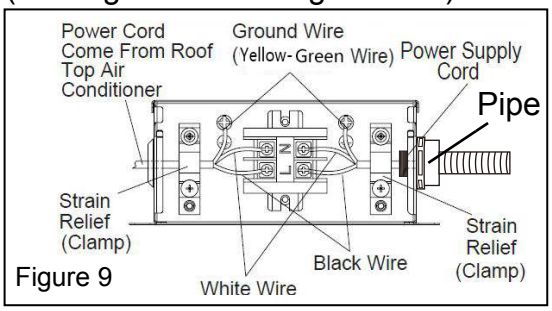

Figure 9
5. Connect the power cord to the black, white and ground wires found in the junction box with a terminal board. CAUTION Connect black wire to black wire, white wire to white wireand the groundwiretoearth.(seeFigure9) Note:Figure 9,When connecting the power cord,please use the pipe for preventing cutting power wire.